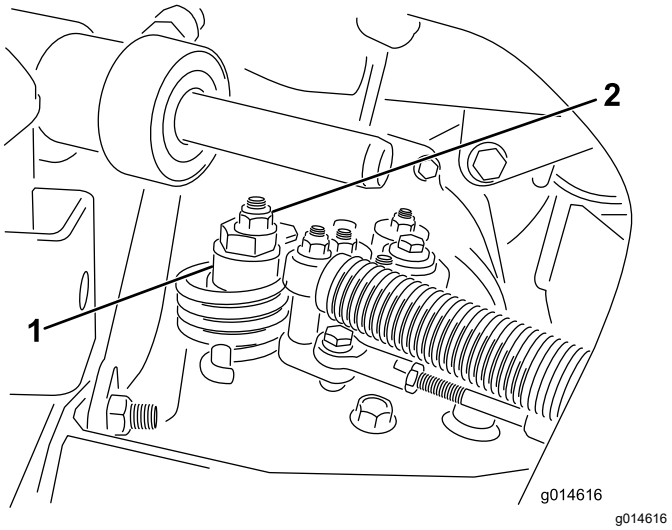

Figur 43
A. Løsn møtrikken, der fastgør den excentriske bolt til den øverste del af hydrostaten (Figur 43).
C. Drej den excentriske bolt, indtil der ikke forekommer krybning i nogen retning. Når hjulet holder op med at dreje, skal den møtrik, der låser den excentriske bolt og justeringen, tilspændes (Figur 43). Kontroller indstillingen med gashåndtaget i positionen LANGSOM og HURTIG.